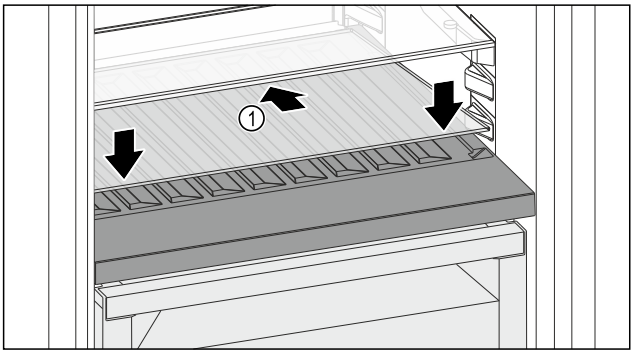

Fig. 185
▶ Placer la plaque de verre *Fig. 185 (1)* en biais et inclinée vers le bas.
▶ Abaisser l'avant de la plaque de verre *Fig. 185 (1)*.